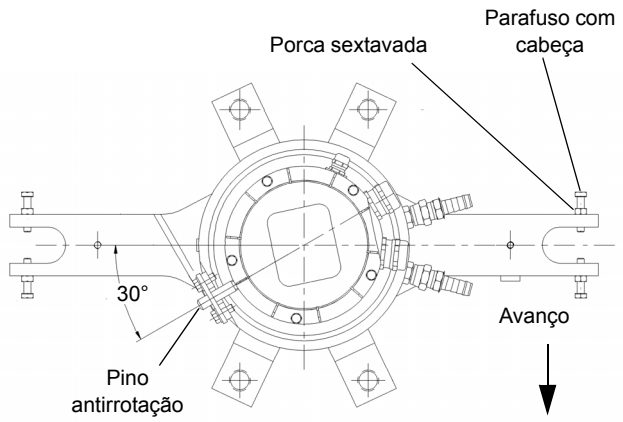

FIGURA 6-6
3. Verifique se o pino antirrotação na parte inferior da base da rótula elétrica está alinhado com o furo de montagem no suporte da caixa da rótula de água (Figura 6-6).